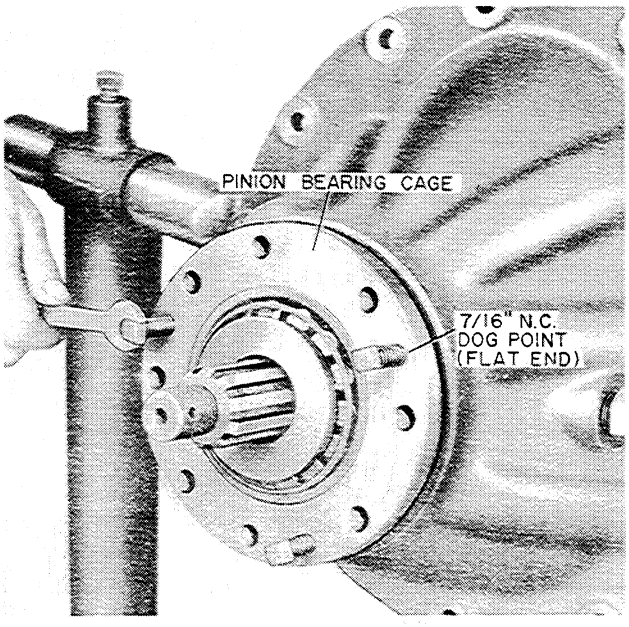

Figure T-41
4. Now remove the bearing cage using three puller screws in the holes provided, Figure T-41.